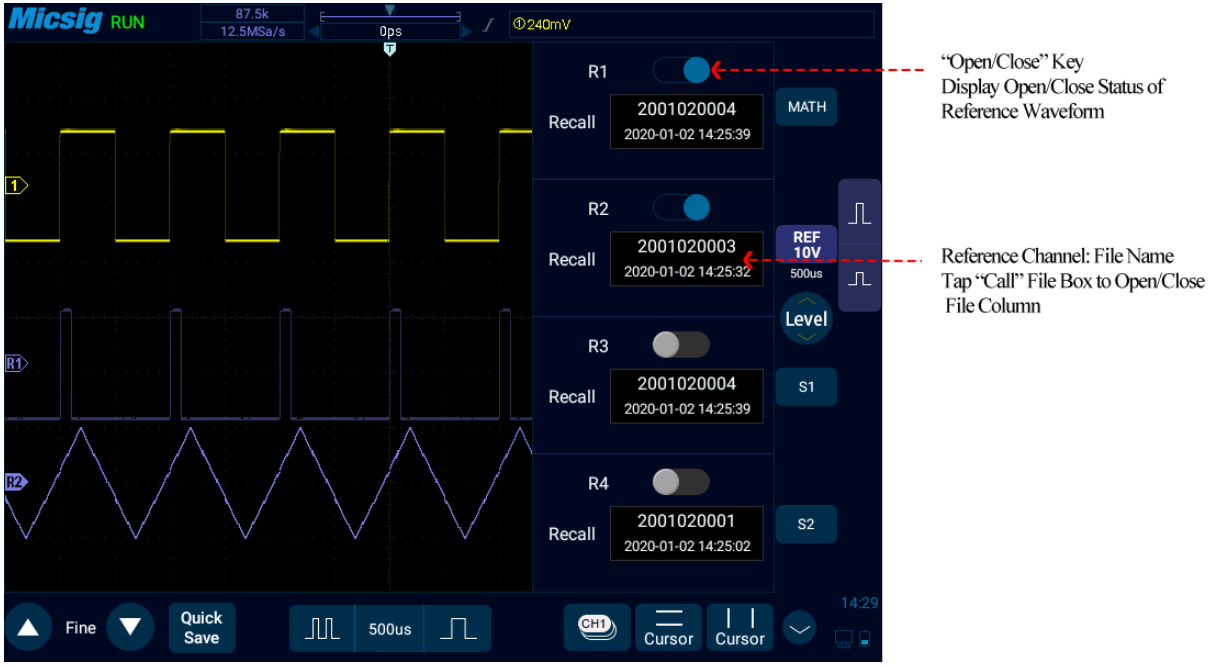

Figure 9-6 Reference Channel Menu
Tap ⌄ in the bottom right corner of the screen to enter the second channel selection area. Tap REF button to open the reference menu, see Figure 9-6.
3) Click the name of the reference waveform file to be called. The file is loaded into R1 channel. Then, R1 channel is turned on as the current channel waveform, and the reference waveform channel icon REF 200mV is highlighted. The displayed state changes from “Close” to “Open”. As in Figure 9-6, the brighter reference waveform is shown as the current reference channel.